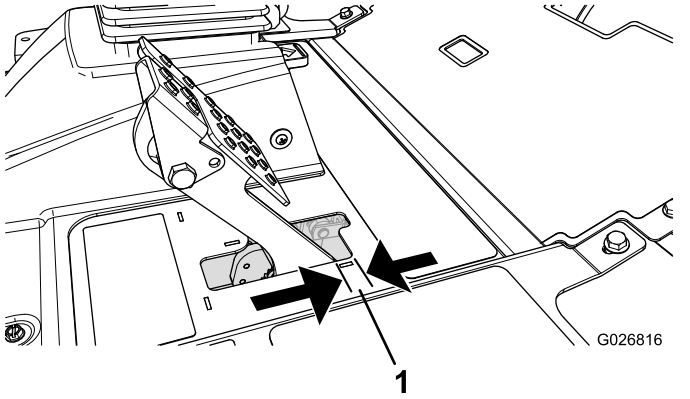

Figur 97
Juster bremserne, hvis bremsepedalen har mere end 2,5 cm fri vandring, eller hvis mere fastholdelseskraft er påkrævet (Figur 97). Fri vandring angiver den afstand, som bremsepedalen kan flyttes, før du mærker bremsemodstand.
2. Tilspænd den bageste møtrik for at flytte kablet bagud, indtil bremsepedalerne har 0,63 til 1,27 cm fri vandring, før hjulene låses (Figur 97).